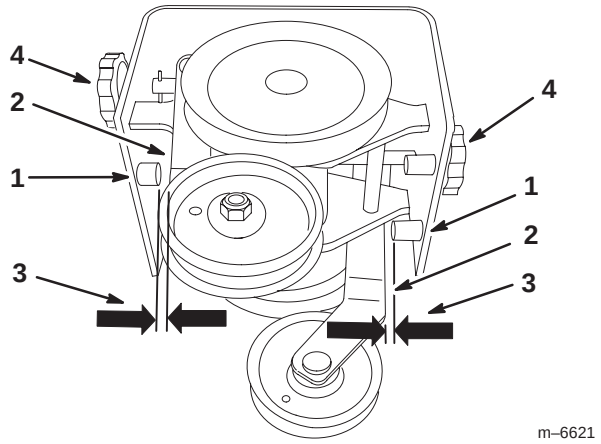

Figure 11
1. Rotate the knobs to adjust the idler pulleys so there is a 1/4 inch (7 mm) clearance between the idler arms and the mounting pins (Fig. 11).